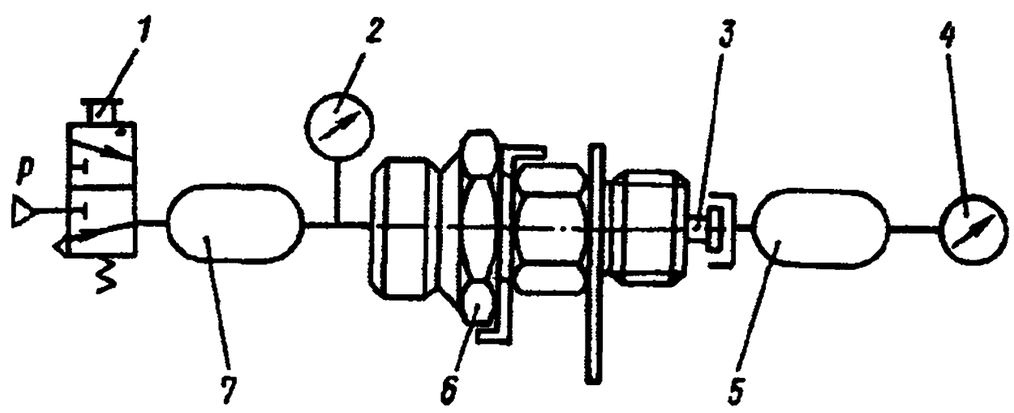

Рис. 330. Схема подключения клапана контрольного вывода:
1. Отверните колпачок от прибора *6*, подключите прибор по схеме, изображенной на рис. 330.